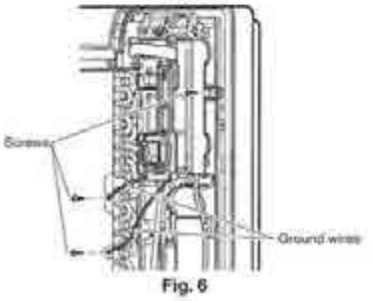

Fig. 6
5) After removing the ground wires (2 screws), remove the electrical wiring box (1 screw). (See **Fig. 6**)